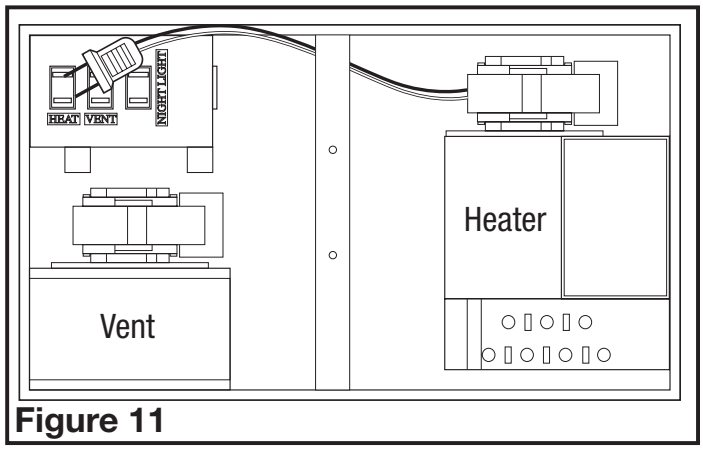
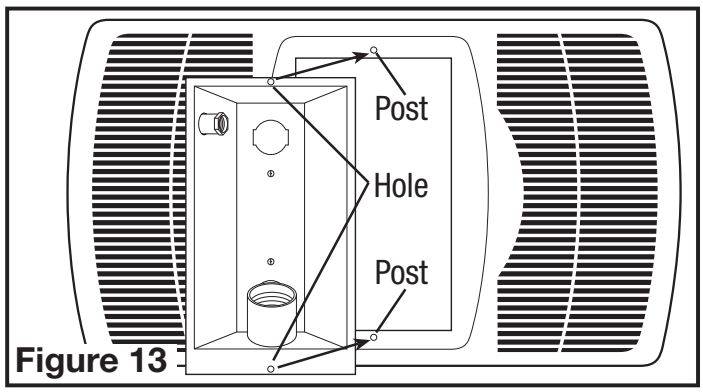

Figure 11
Figure 13
1. Insert the plug from the heating unit into the receptacle marked"HEAT", and the plug from the fan into the receptacle marked "VENT"(**(Figure 11).**
3. Install light reflector into grill by lining up the posts on grill with the holes in light reflector **(Figure 13)**. Raise light reflector and grill up to housing and insert plug from light into receptacle marked "LIGHT" (located on the side of the wire compartment) and insert plug from night light into receptacle marked "NIGHT LIGHT"**(Figure 11).**